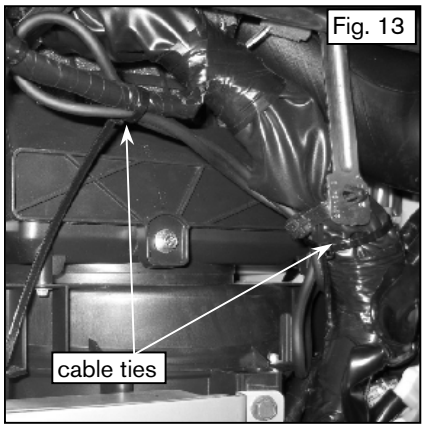

Fig. 13
(4) Follow bus cables to the iPod gateway mounting location allowing enough room for a connection to the module. Any extra cable can be wrapped into a 8"-9" bundle. Wrap electrical tape around the bundle in two (2) places for at least two (2) revolutions and secure with (2) cable ties behind the nearby large harness. Fig. 13